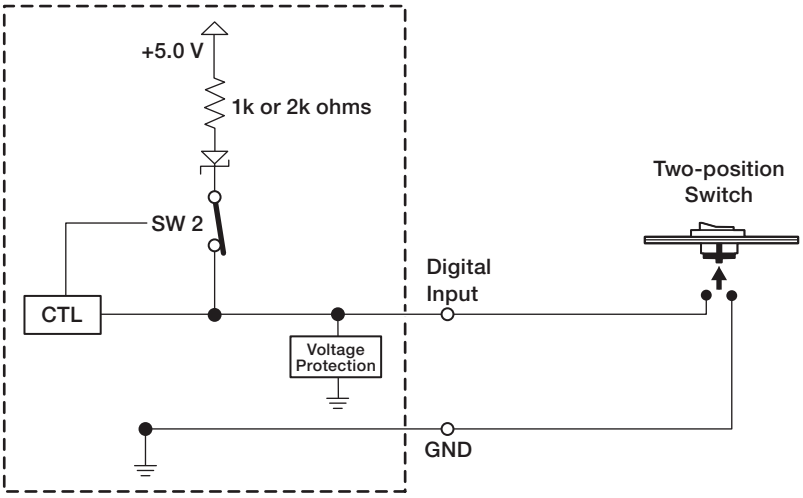

Figure 15. Two-position Switch with Pull-up
- Figure 15 shows an example application, digital input with pull-up: connecting a two-position switch.